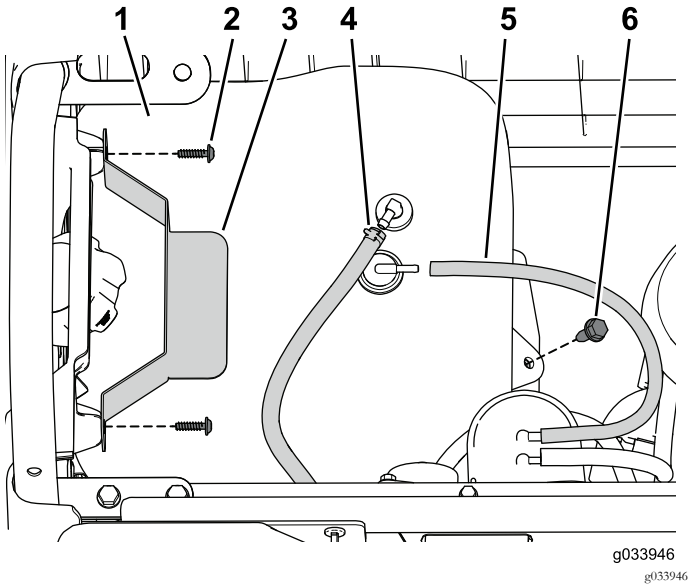

Figure 1
1. Retirez le boulon à embase qui fixe le réservoir de carburant à son support (Figure 1).
2. Retirez les vis de fixation du dispositif de maintien (Figure 1).
3. Débranchez le flexible d'évent et la conduite d'alimentation du réservoir (Figure 1).